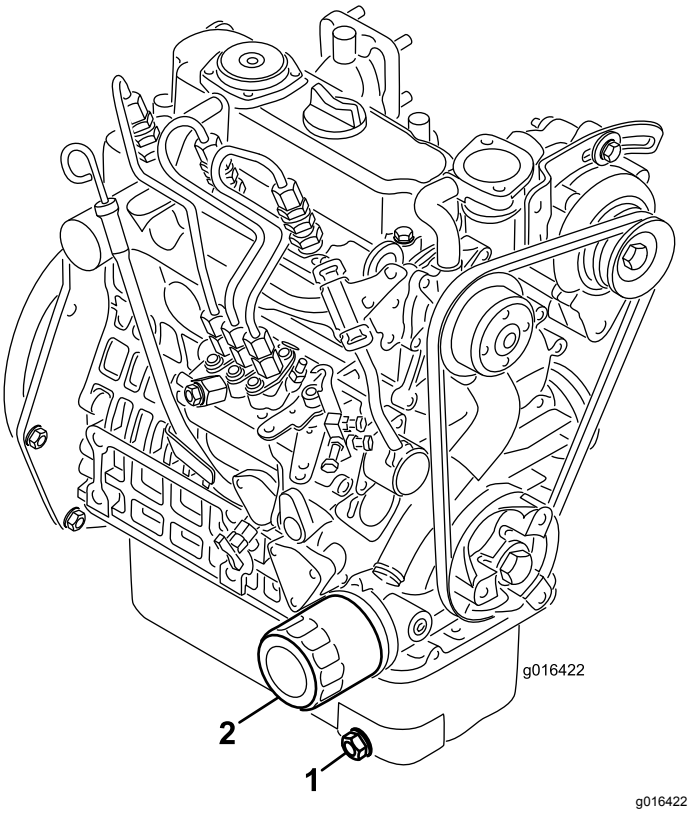

Figur 39
1. Ta bort avtappningspluggen (Figur 39) och låt oljan rinna ned i ett avtappningskärl. Sätt tillbaka avtappningspluggen när oljan har slutat rinna.